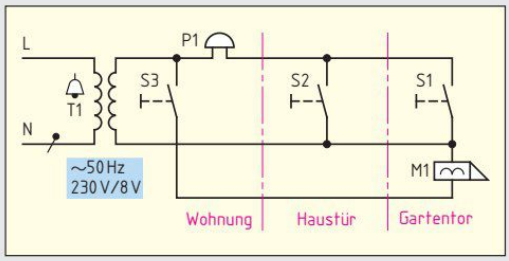

Bild 1: Hausrufanlage mit Türöffner
3. Bei einem Einfamilienhaus ist eine einfache Hausrufanlage mit Türöffner installiert. Beschreiben Sie die Funktion der Schaltung **Bild 1** bei Betätigung der Taster S1, S2 und S3.